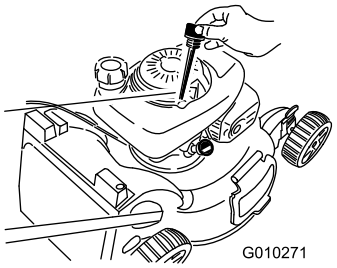

Figur 38
2. Fjern peilestaven (Figur 38).